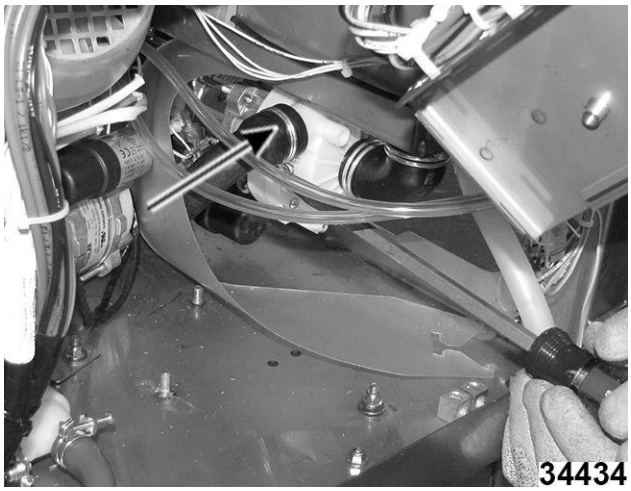

Fig. 111
1. Afloje la abrazadera de la manguera de salida y retire la manguera de la bomba de enjuague del nivel superior. Fig. 111